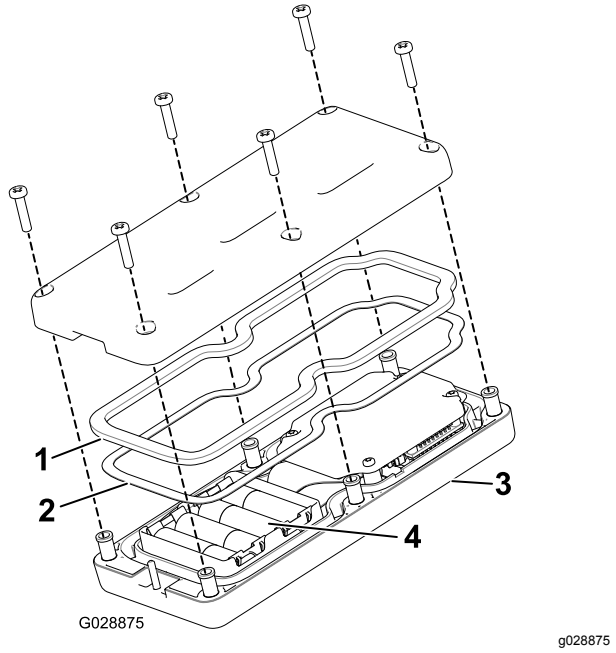

Figur 37
3. Fjern de seks skruene på baksiden av fjernkontrollen, og ta av dekslet (Figur 37).
5. Koble de nye batteriene til korrekt poler. (Hvis batteriene monteres feil, vil ikke enheten bli ødelagt, men den vil ikke fungere.) Batterirommet har merker for polaritet for hver pol (Figur 37).
6. Hvis du utilsiktet fjerner gummitetningen og stålpakningen, må du forsiktig legge dem på plass i kanalen i den håndholdte fjernkontrollen igjen (Figur 37).
7. Sett dekslet på plass og fest det med de seks skruene du fjernet tidligere (Figur 37) og stram til med et moment på 1,5 til 1,7 N·m.